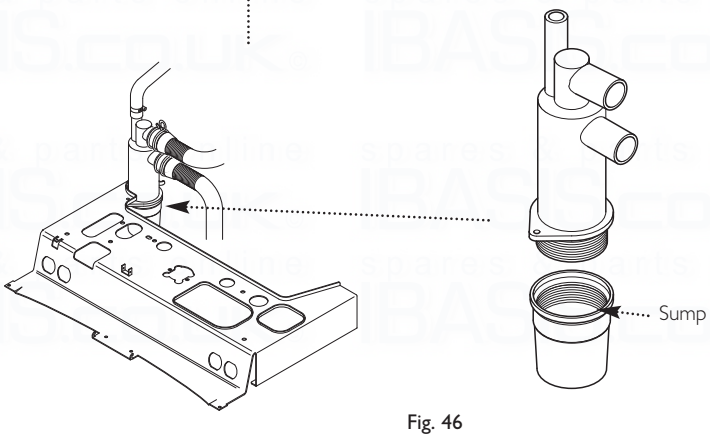

Fig. 46
5. Unscrew the sump from the bottom of the condensate trap assembly (Fig. 46) and remove any deposits from the sump and trap. Clean as necessary and replace the sump.